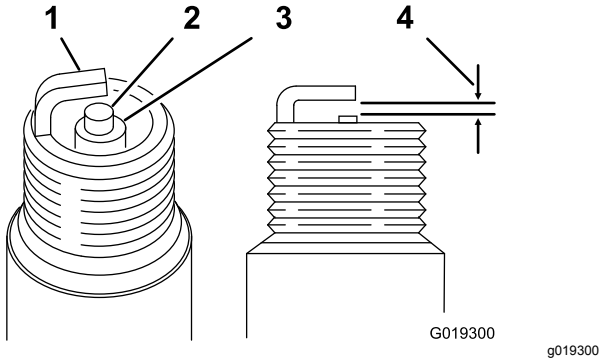

**Figur 44**
5. For hvert tændrør skal gnistgabet mellem midterelektroden og sideelektroden indstilles til 0,76 mm. Se Figur 44. Monter hvert tændrør med korrekt gnistgab med en pakningsforsegling, og stram tændrørene til 22 N·m.